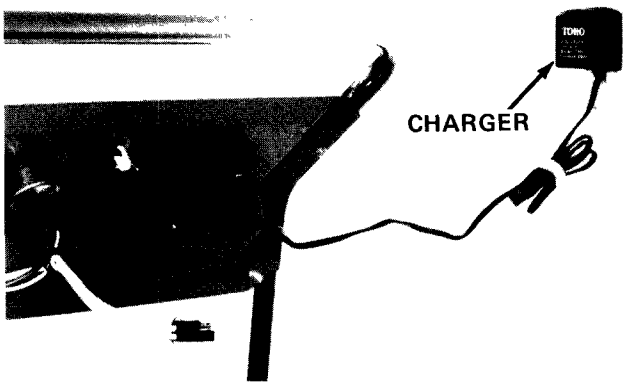

Figure 46
3. Push Electro Charger connector onto battery terminal (Fig. 46). Next, insert charger into power outlet (Fig. 46).